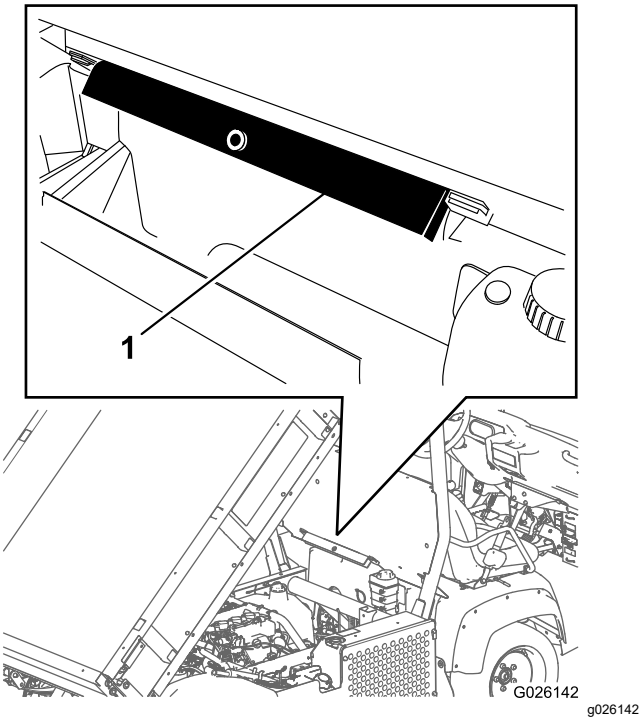

**Figuur 31**
2. Verwijder de laadbakbeveiliging van de opberghaken op de achterkant van het paneel van de rolbeugel (Figuur 31).